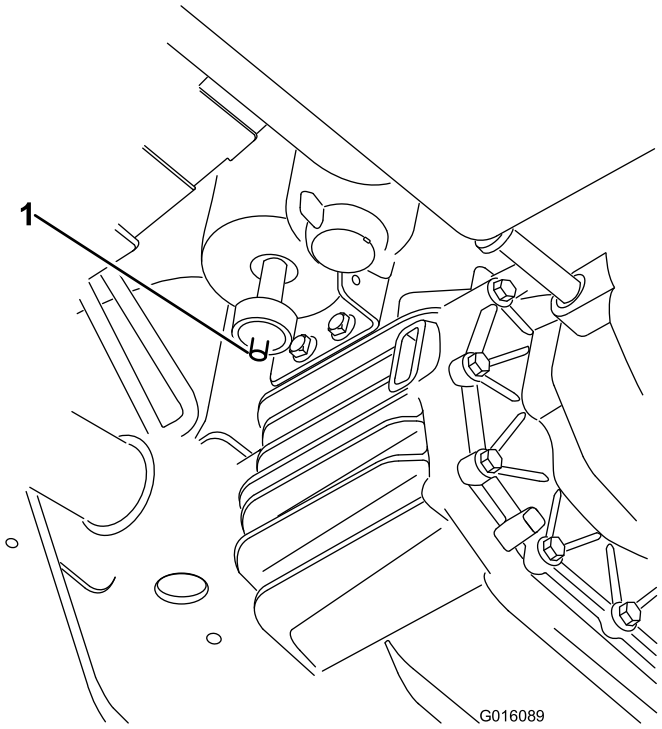

Figur 40
1. Find luftfilteret i bunden af beholderen med aktivt kul (Figur 40).